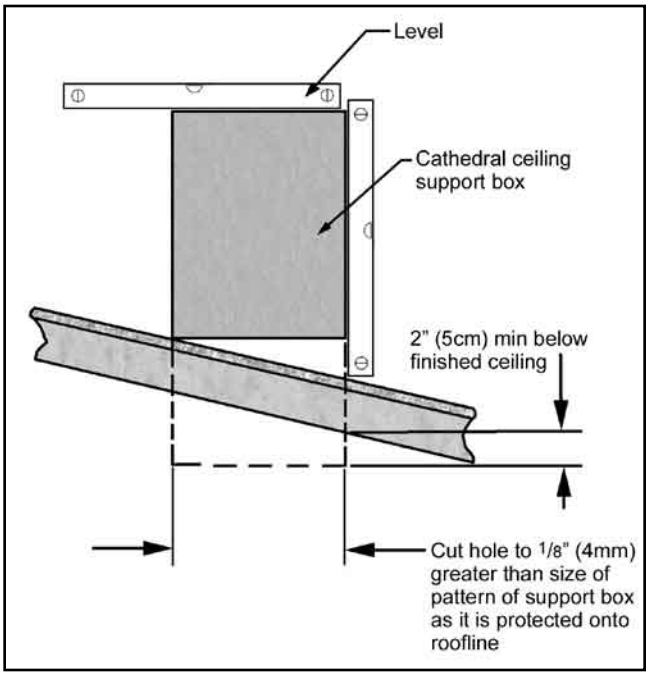

Figure 16: Cathedral Ceiling Support Box Leveling.
STEP 4. Lower the "Support Box" through the hole in the roof until the bottom of the "Support Box" protrudes at least 2 inches (5cm) below the ceiling. Align the "Support Box" both vertically and horizontally with a level as shown in Figure 16. Temporarily tack the "Support Box" in the place through the inside walls and into the roof sheathing.